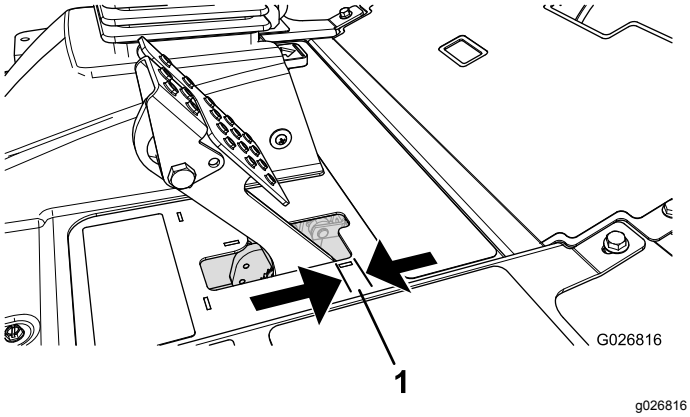

Figur 84
Juster bremserne, hvis bremsepedalen har mere end 2,5 cm fri vandring, eller hvis mere fastholdelseskraft er påkrævet (Figur 84). Fri vandring angiver den afstand, som bremsepedalen kan flyttes, før du mærker bremsemodstand.
2. Tilspænd den bageste møtrik for at flytte kablet bagud, indtil bremsepedalerne har 0,63 til 1,27 cm fri vandring, før hjulene låses (Figur 84).